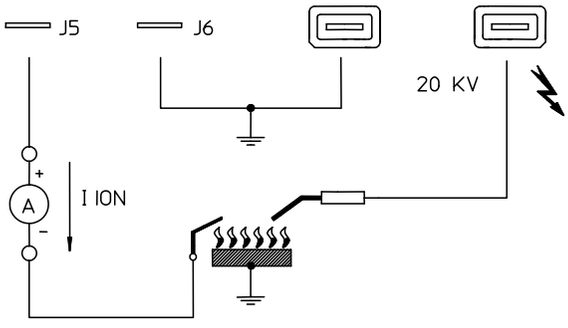

Рис.6
- Уровень сигнала пламени достаточный, см Рис.6 для измерения уровня сигнала;